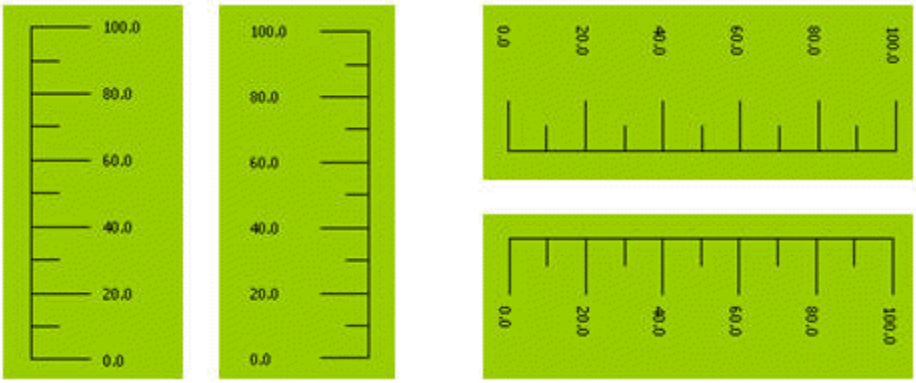

Рисунок 4-42 Пример нарисованной шкалы.
- После изменения свойств шкалы, нажмите кнопку OK для закрытия окна. Затем, в окне редактирования изображения, форма мыши изменится на . Наведите курсор на место, где будет отображаться шкала, щелкните левой кнопкой мыши и перетащите курсор в другое подходящее место, затем еще раз щелкните левой кнопкой. Система нарисует шкалу автоматически. Смотрите рисунок 4-42